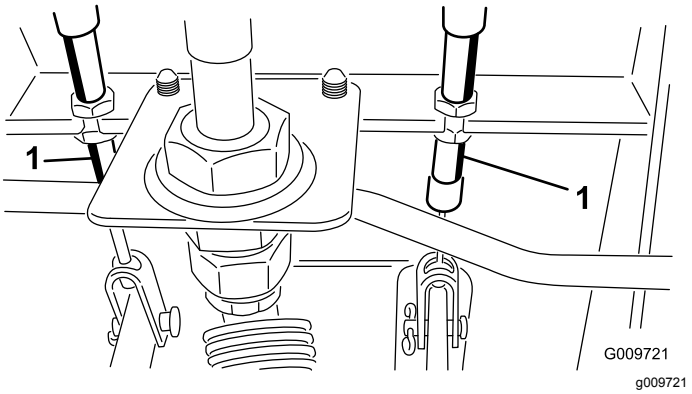

Figur 73
A. Lossa frontmuttern på den gängade änden av bromsvajern (Figur 73).